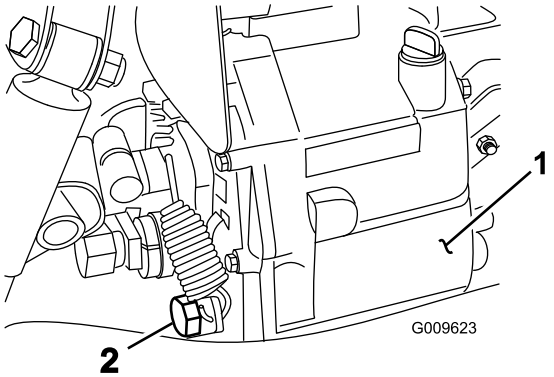

Figur 68
2. Ta bort avtappningspluggen från tankens sida och låt hydrauloljan rinna ner i ett uppsamlingstråg (Figur 68).